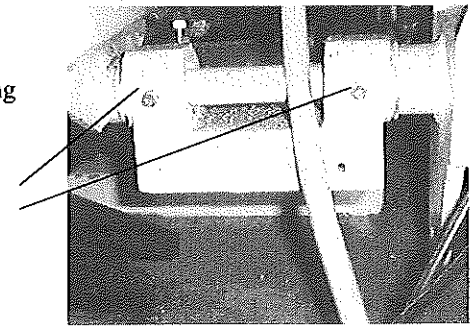

Fig.23
Occasionally lubricate the pivot using waterproof grease at the fitting (C) (fig 23)